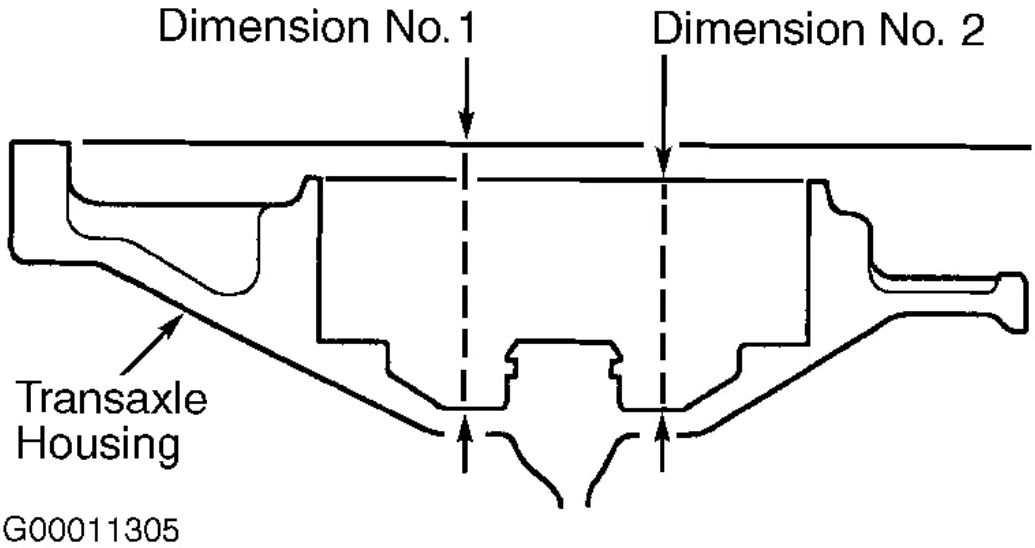

Fig. 75: Measuring Distance Between Transaxle Housing Surfaces (Dimensions No. 1 & No. 2)
31. Measure dimension No. 1 and dimension No. 2 of transaxle housing in 2 places. See **Fig. 75**. Subtract dimension No. 2 from dimension No. 1. Record measurement as dimension "E". Install bearing race onto counter drive gear in correct direction. See **Fig. 18**.